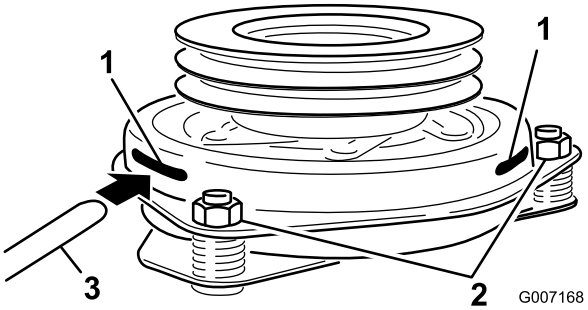

Figuur 66
2. Bouten (2) en moeren van de band van de koppeling
8. Steek een voelermaat van 0,381–0,533 mm door een inspectiesleuf in de zijkant van de armatuur. Controleer of deze tussen de wrijvingsvlakken van de armatuur en de rotor zit (Figuur 66).
9. Draai de borgmoeren aan totdat de voelermaat licht is vastgeklemd maar gemakkelijk binnen de spleet kan bewegen (Figuur 66).